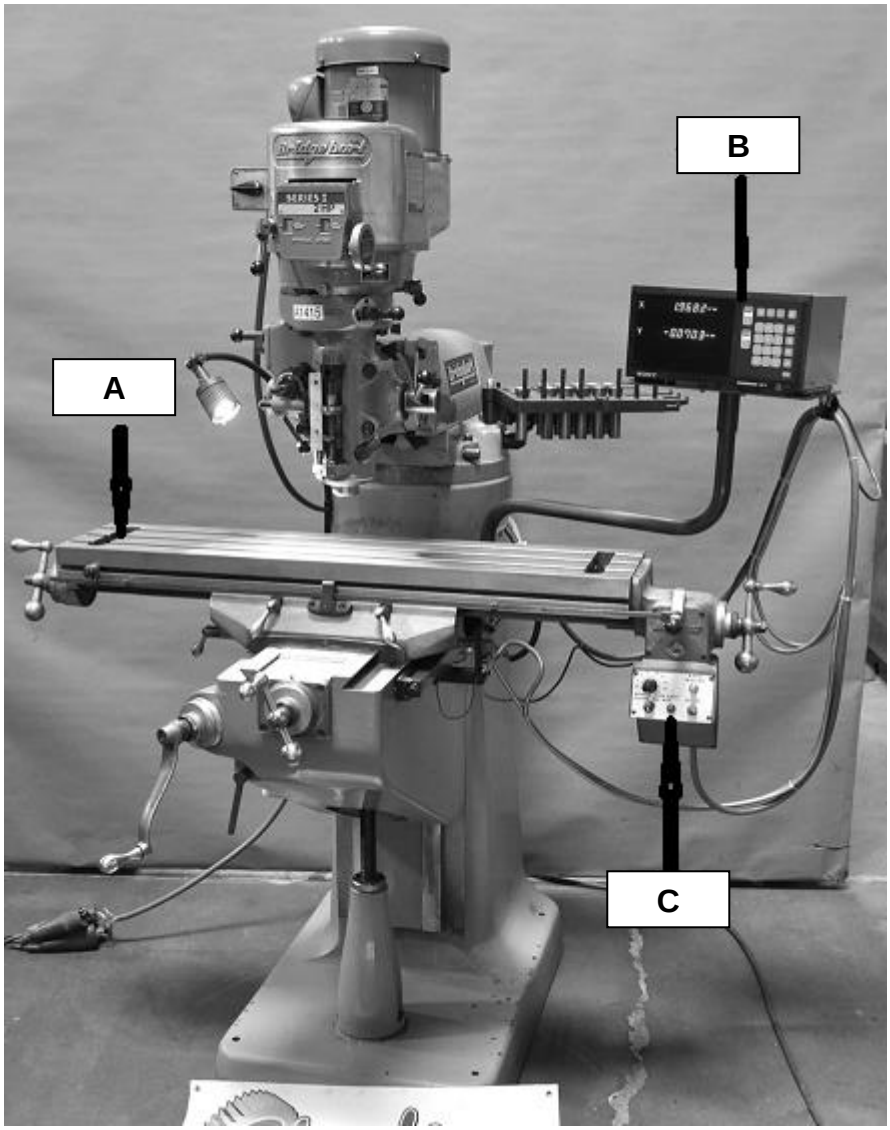

FIGURE 3
4.3 FIGURE 3 shows a very important machine in the manufacturing industry.
4.3.1 Identify the machine in FIGURE 3. (1)